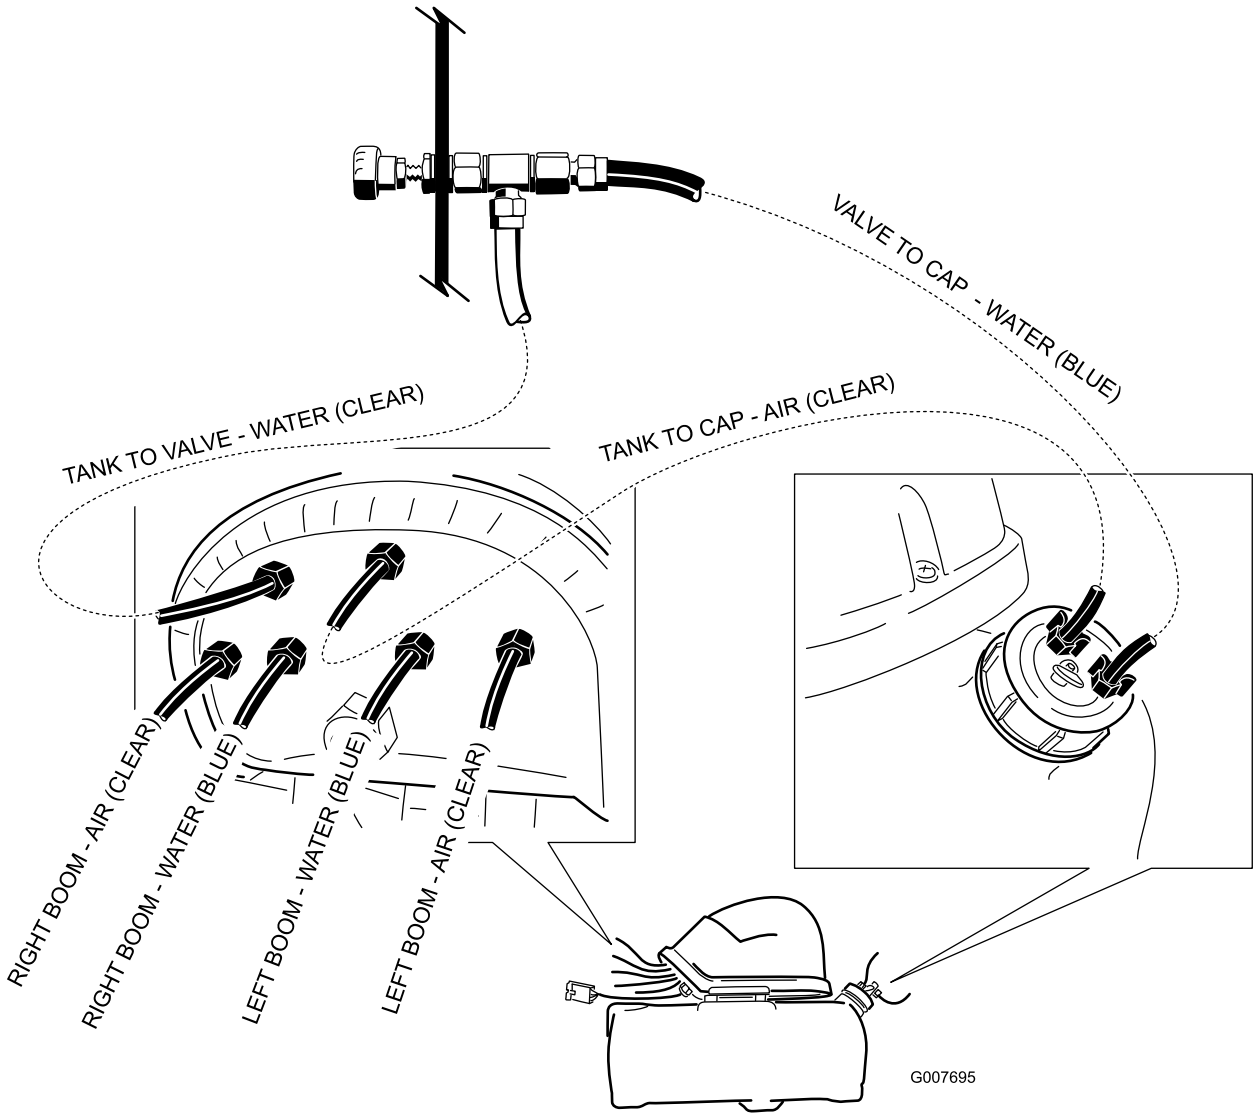

Figur 23
3. Den endelige samling skal se ud som vist i Figur 23.